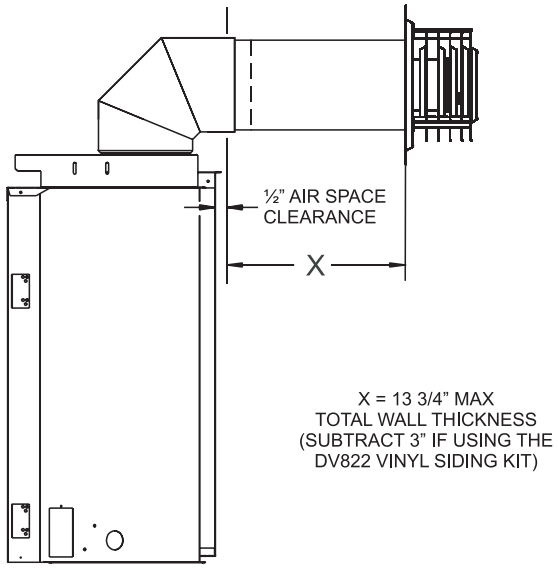

Figure 58
The vinyl siding vent kit, DV-822, is available from Empire Comfort Systems, Inc. The depth is 3” (76 mm), which enables the vent cap to be extended away from vinyl siding or projections. The wall depth plus the additional 3” (76 mm) depth of the vinyl siding vent cap extension should not exceed a total depth of 13 3/4” (349 mm). If wall depth exceeds 13 3/4” (349 mm), extend system using 6 5/8” (168 mm) x 4” (102 mm) rigid venting (see Fireplace Instructions for approved lengths). **See Figure 58.**
9. After all logs are properly positioned, place small “dime” size pieces of Rockwool lightly across the front round “blue flame” ports. Place the ember material (Rockwool pieces) side by side. Do not stack more than one layer of embers across the burner ports. **See Figure 58.**